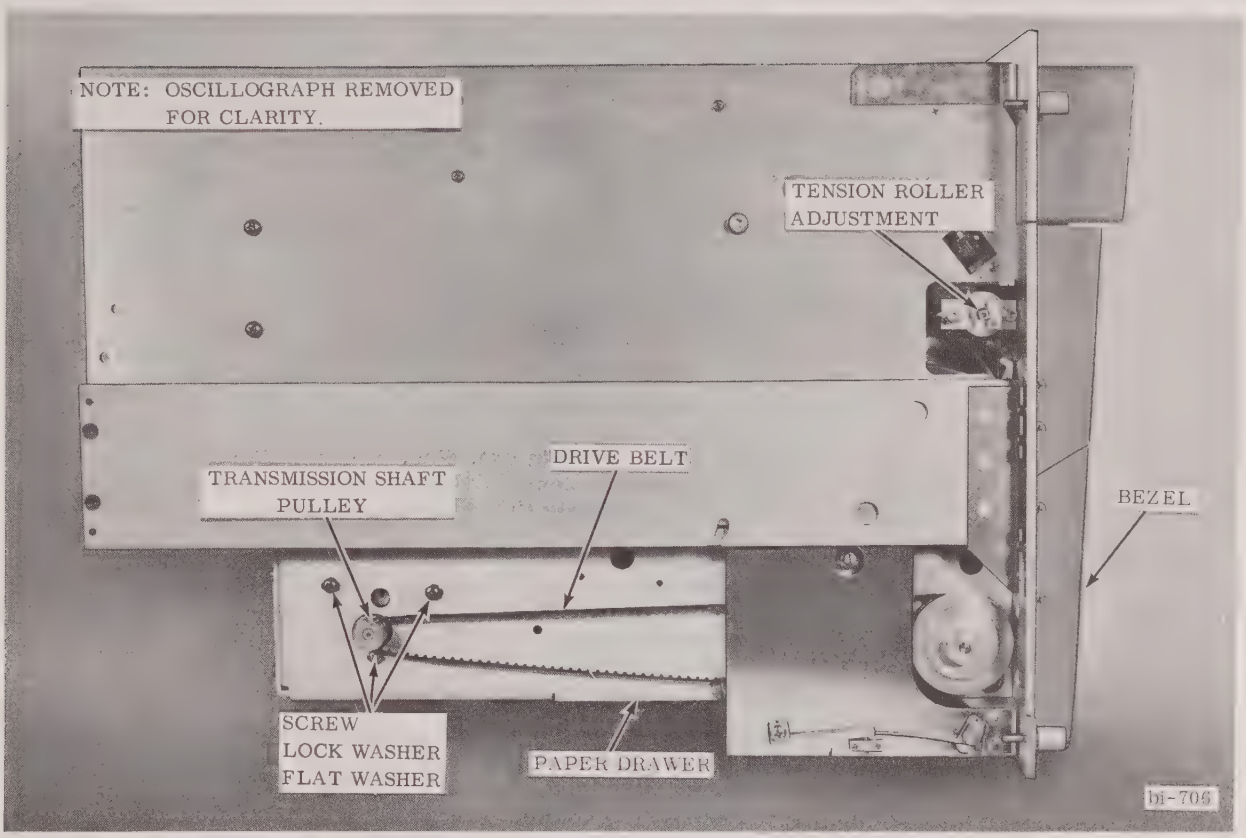

FIGURE 6-17 REMOVAL AND INSTALLATION OF CHART DRIVE ASSEMBLY (1 of 2)
3. Release bezel and pull paper drawer out to expose transmission shaft pulley (Fig. 6-17).
9. Slide splash guard under threaded spacers between motor and transmission (Fig. 6-17).